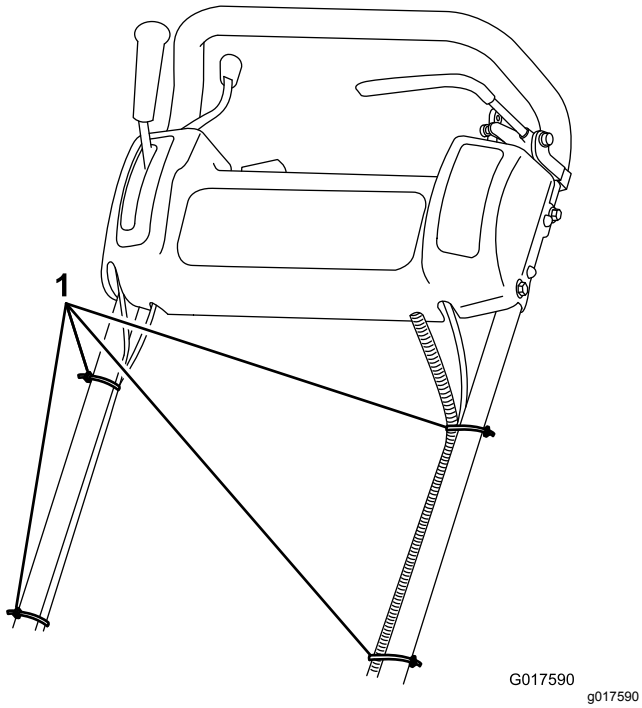

Figur 5
7. Fäst kablarna och kablaget vid handtaget med kabelbanden (Figur 5).